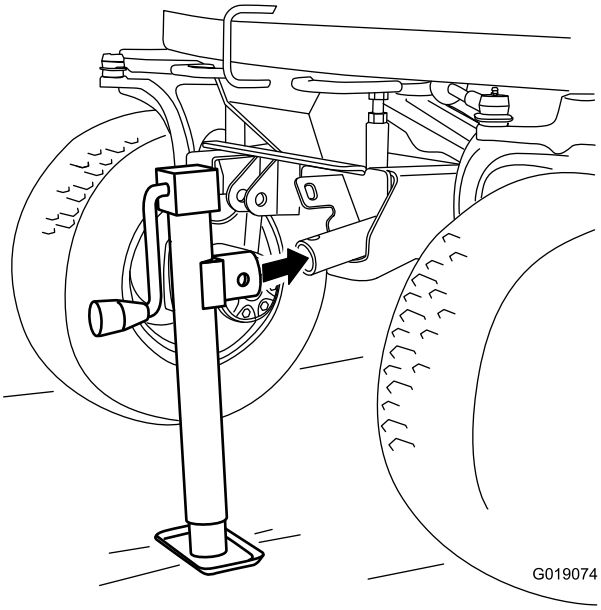

Figur 6
2. Monter navet på donkraften over navet på donkraftbeslaget (Figur 6).